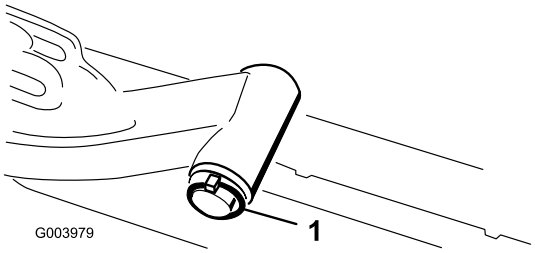

Figur 11
A. Ta bort hjulsprinten och brickan som håller fast lyftarmens svängaxel på lyftarmen, och skjut ut lyftarmens svängaxel ur lyftarmen (Figur 11).
C. Sätt i lyftarmens axel i lyftarmen och fäst den med brickan och hjulsprinten (Figur 11).